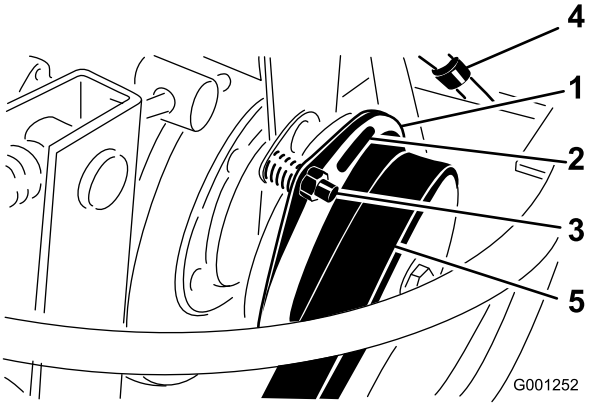

Figur 79
3. Juster avstanden slik at et 0,38 mm følerblad kan skyves mellom koblingsbelegget og friksjonsplaten ved hjelp av lett trykk (Figur 79).
Merk: Du kan redusere avstanden ved å vri mutteren med klokken (Figur 79). Maksimal serviceavstand er 0,76 mm. Justere alle tre avstandene.